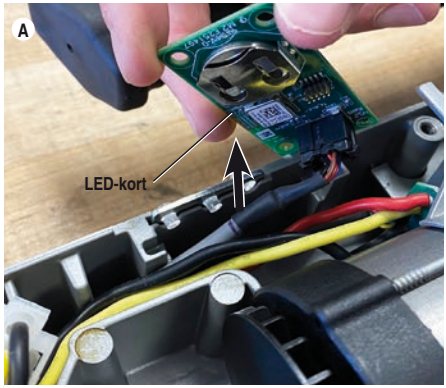
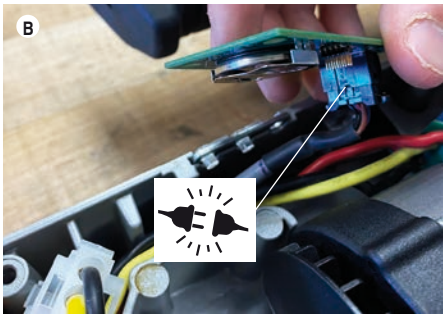

**Figur 3A – Løfting av LED-kort**
**Figur 3B – Koble fra LED-kortet**
3. Løft LED-kortet (se figur 3a), koble fra kontakten (*se figur 3B*) og fjern LED-kortet.